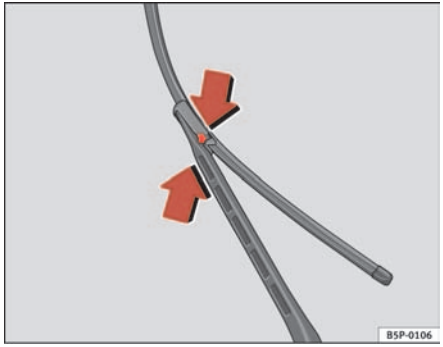

Fig. 159 Changing the front wiper blades
– Push the side buttons, free the blade and pull in the direction of the arrow ⇒ fig. 159